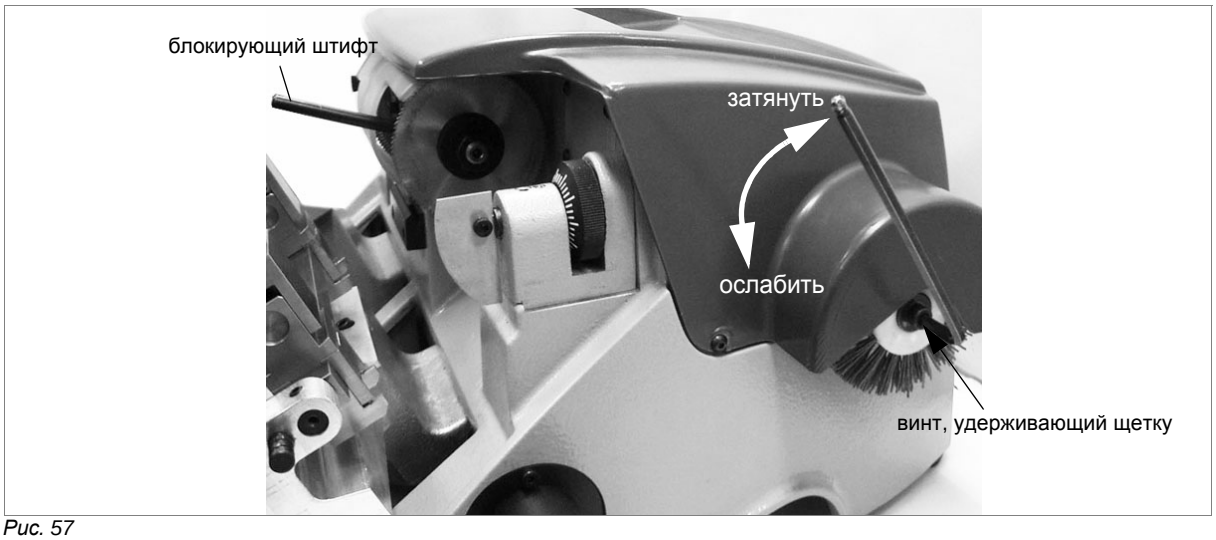

Рис. 57
2) Используйте торцовый ключ (прилагается) для ослабления винта, удерживающего щетку на месте (рис. 57).